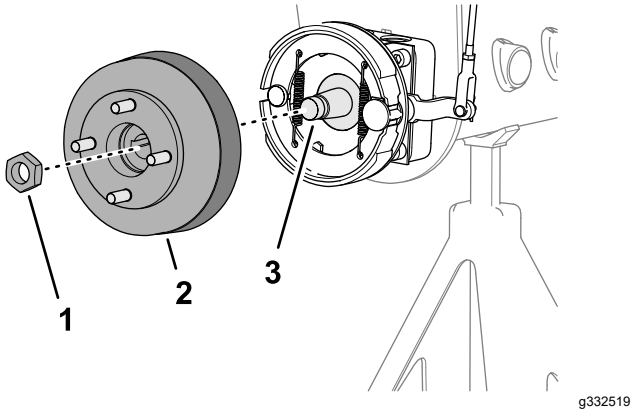
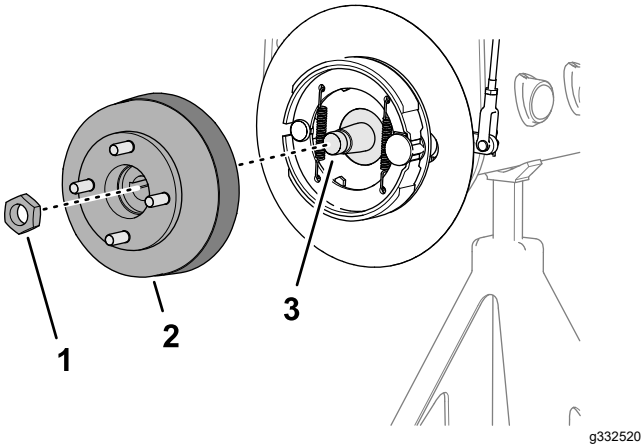

Figur 73
Figur 74
3. Monter hjulnavet og bremsetromlen på hjulmotorakslen (Figur 73 eller Figur 74).
4. Fastgør hjulnavet til akslen med låsemøtrikken (Figur 73 eller Figur 74), og tilspænd den med håndkraft.